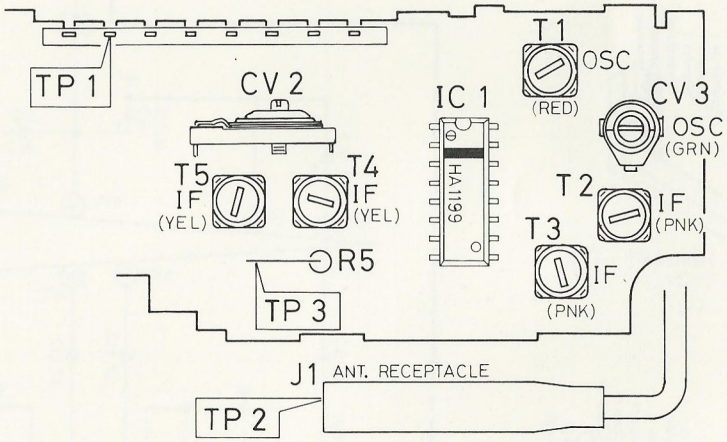

Fig. 5 (ADJUSTMENTS POINTS)
(2) Alignment (Refer to Fig. 5 for ADJUSTMENT POINTS.)